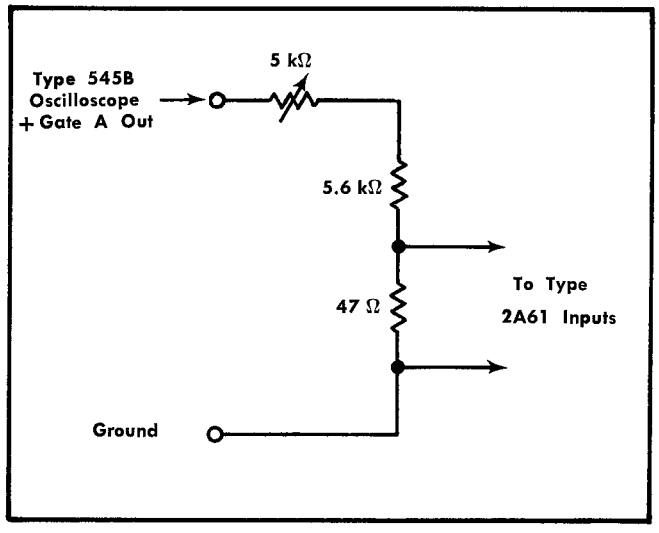

Fig. 5-3. Diagram of suggested + Gate Attenuator.
c. Connect the special gate attenuator suggested in Fig. 5-3 between the + Gate A and Gnd on the test oscilloscope.